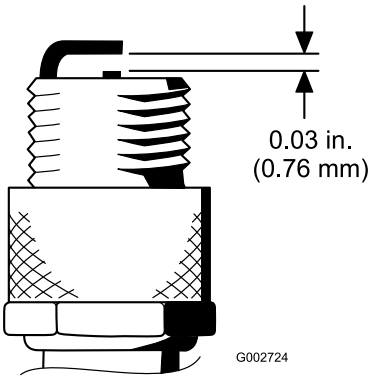

**Figuur 40**
4. Zorg ervoor dat de elektrodenafstand tussen de centrale elektrode en de massa-elektrode 0,76 mm bedraagt; zie Figuur 40.